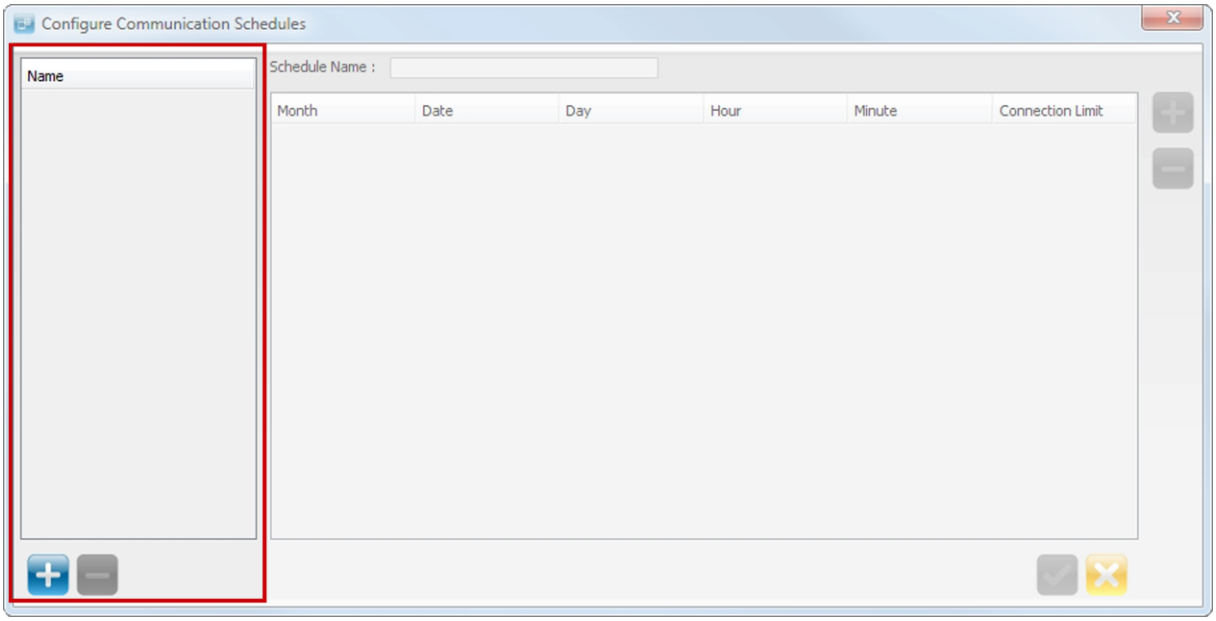

Figure 22 – Configure Communication Schedules Dialog
2. Click the button (as highlighted in Figure 22).